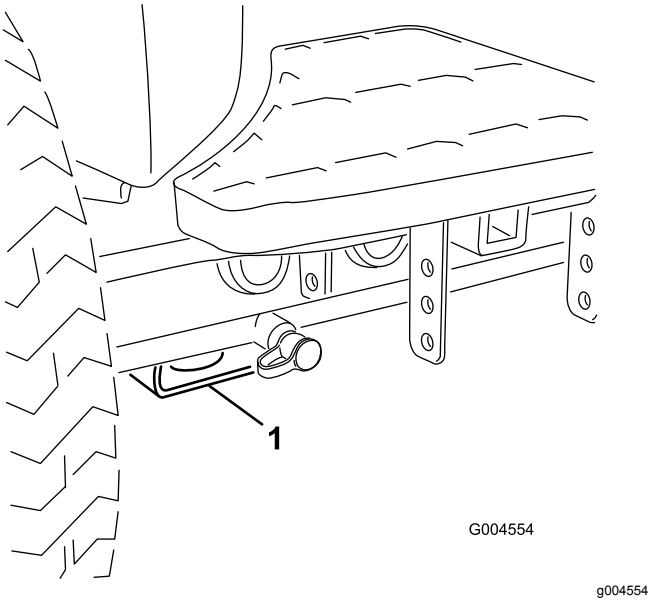

**Figur 38**
- For – rektangulær plade, under akselrøret, indvendigt i forhold til hvert fordæk (Figur 38).